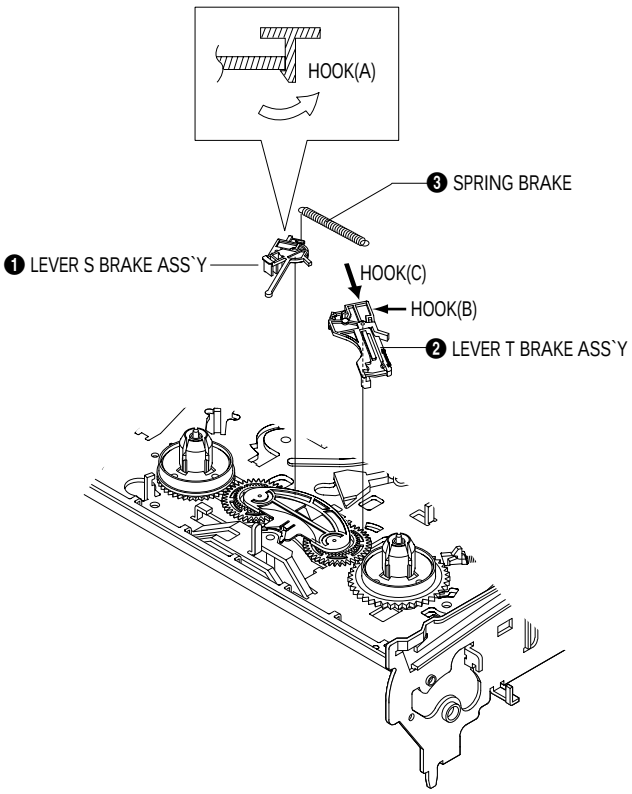

Fig. 4-22 Lever Brake S, T Ass'y Removal
1) Remove the Lever Brake S Ass'y (Refer to Fig 4-22)
2) Remove the Spring Tension Lever ❶.
4) Lift the Lever Tension Ass'y ❷ & Band brake Ass'y ❸.
1) Release the Hook [A] and the Hook [B], [C] in the direction of arrow as shown in Fig 4-22.
2) Lift the Lever S, T Brake Ass'y ❶, ❷ with spring brake ❸.